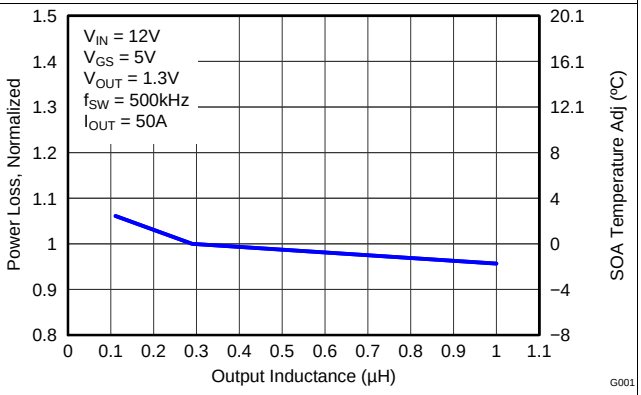

Figure 10. Normalized Power Loss vs Output Inductance
- Normalized power loss for output inductor ≈ 1.03 (Figure 10)